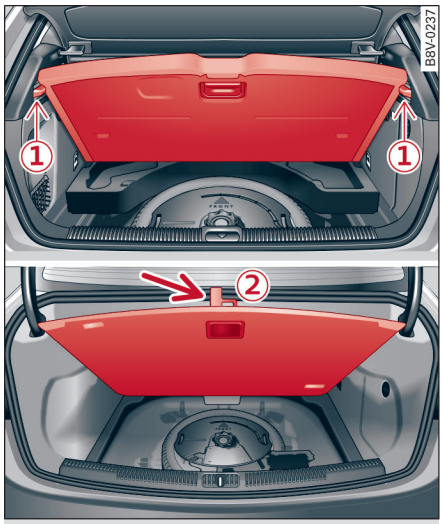

图 231 行李箱：翻起的地板（上面为 A3 Sportback，下面为 A3 豪华型车）
- ▶ 抓住塑料把手抬起行李箱地板，直到其夹在两个侧围板上的定位凸缘 ① 后 ⇨ *图 231*。
- 将塑料钩挂到行李箱密封件上 ② ⇨ *图 231*。
- 抬起行李箱地板 ⇨ *187 页，图 231*。